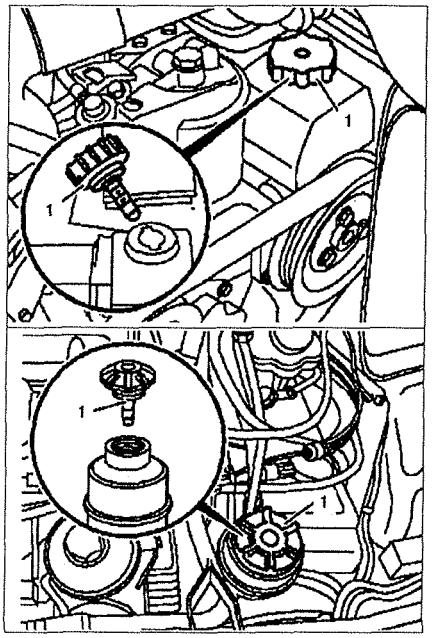

Рис. 1.34. Бачок усилителя рулевого управления.
1. Снимите крышку **1** с бачка усилителя рулевого управления (см.рис. 1.34). Проверьте уплотнение крышки на отсутствие повреждений и замените ее при необходимости.